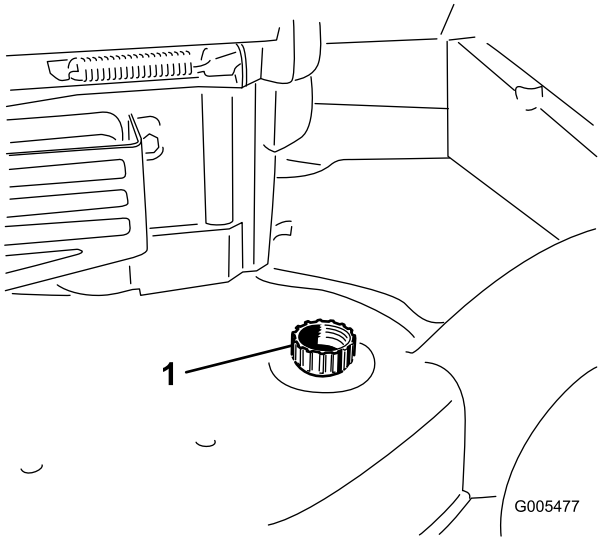

Figur 42
3. Fest en hageslange som er koblet til en vannkran, til vanninntaksporten (Figur 42).